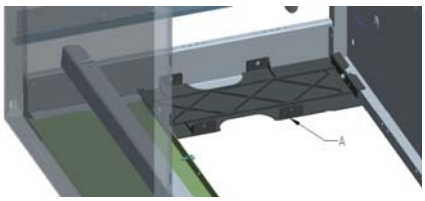

Figure4.7.7
- Démonter les trois premières tôles de fond de sorte qu'uniquement la tôle de fond arrière reste montée (Figure4.7.7 A).